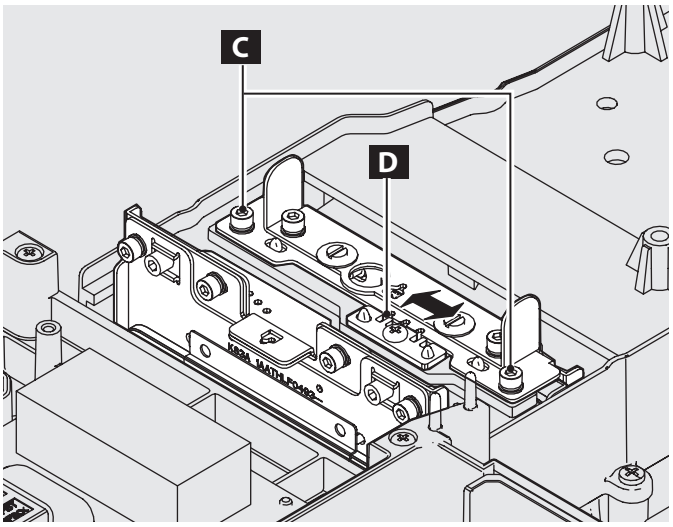

Fig.4-2
2) To adjust the image horizontally as shown in **Fig.4-2**, loosen 2 screws **C**, and move the slot **D** by using a slot screwdriver.